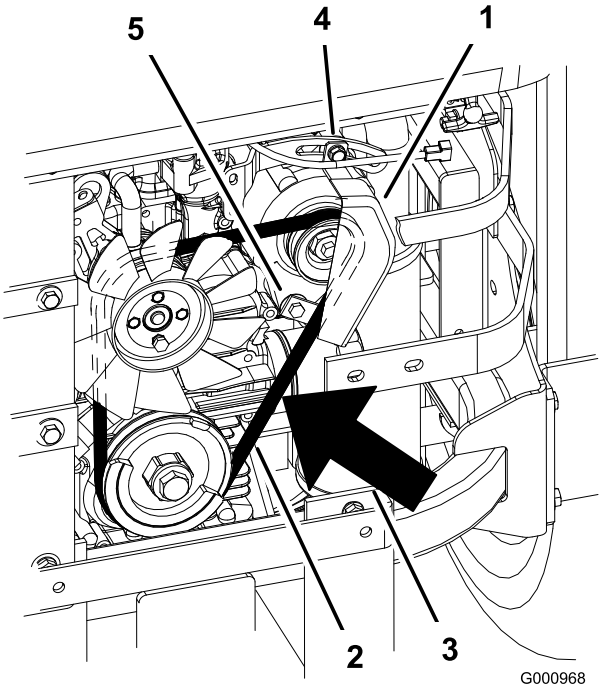

Figur 69
2. Justera generatorn mot utsidan tills remmen har en nedböjning på 7–9 mm mellan motorn och generatorremskivorna med 10 kgf kraft (Figur 69).
5. Dra åt den nedre och övre bulten om nedböjningen är korrekt (Figur 69).